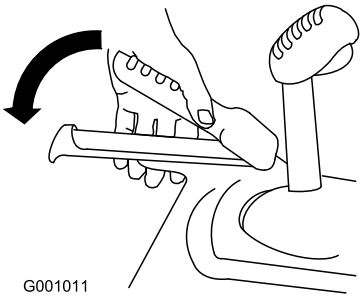

Figur 29
1. Pressa ned det vänstra reglaget (drivningsreglaget) till handtaget för att koppla in hjuldrivningen (Figur 29).